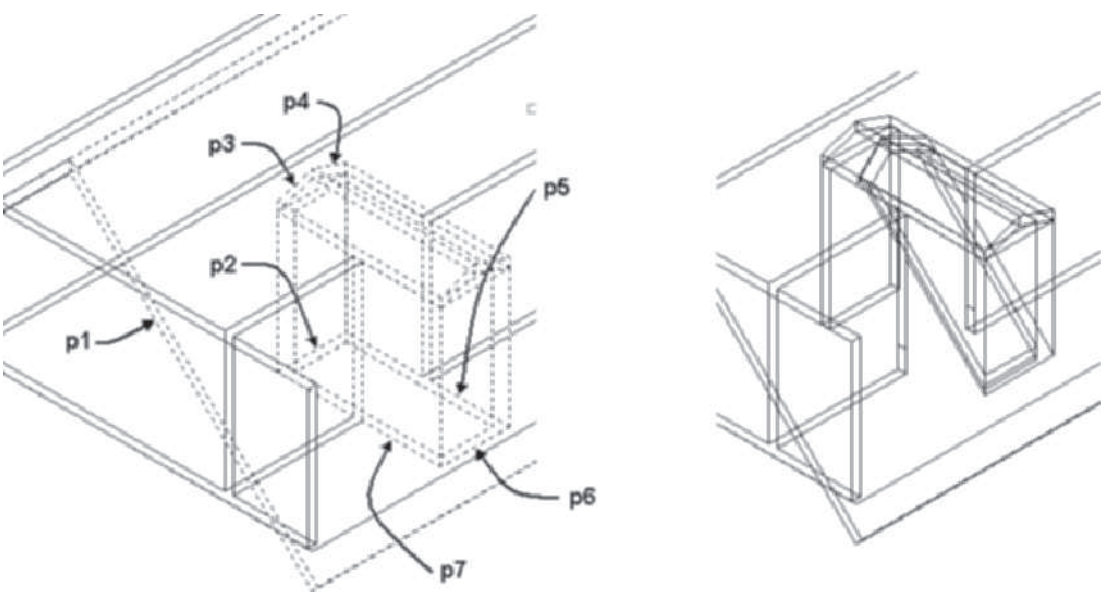

FIGURE 7.63 *Selection of components to create dormer*
13. Select the front roof slab near **p1** as shown in Figure 7.63. Choose **Add** from the **Dormer** panel. Respond to the workspace prompts as shown below:
Select objects that form the dormer: *(Select* p2 *as shown at the left in Figure 7.63.)* 1 found
Select objects that form the dormer: *(Select* p3 *as shown at the left in Figure 7.63.)* 1 found, 2 total
Select objects that form the dormer: *(Select* p4 *as shown at the left in Figure 7.63.)* 1 found, 3 total
Select objects that form the dormer: *(Select* p5 *as shown at the left in Figure 7.63.)* 1 found, 4 total
Select objects that form the dormer: *(Select* p6 *as shown at the left in Figure 7.63.)* 1 found, 5 total
Select objects that form the dormer: *(Select* p7 *as shown at the left in Figure 7.63.)* 1 found, 6 total